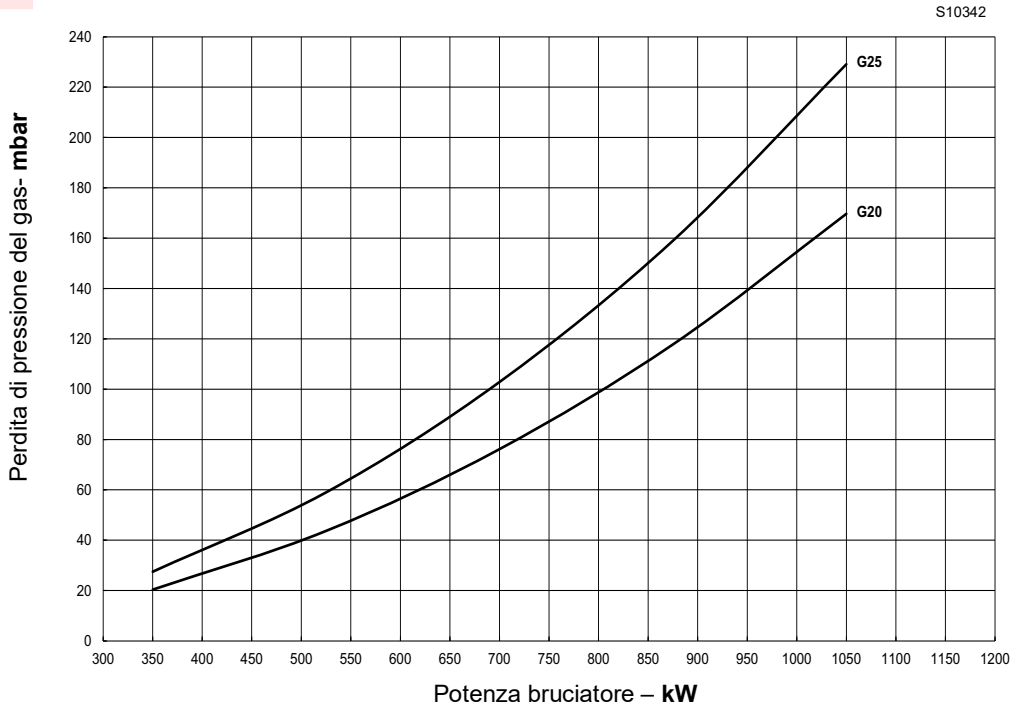
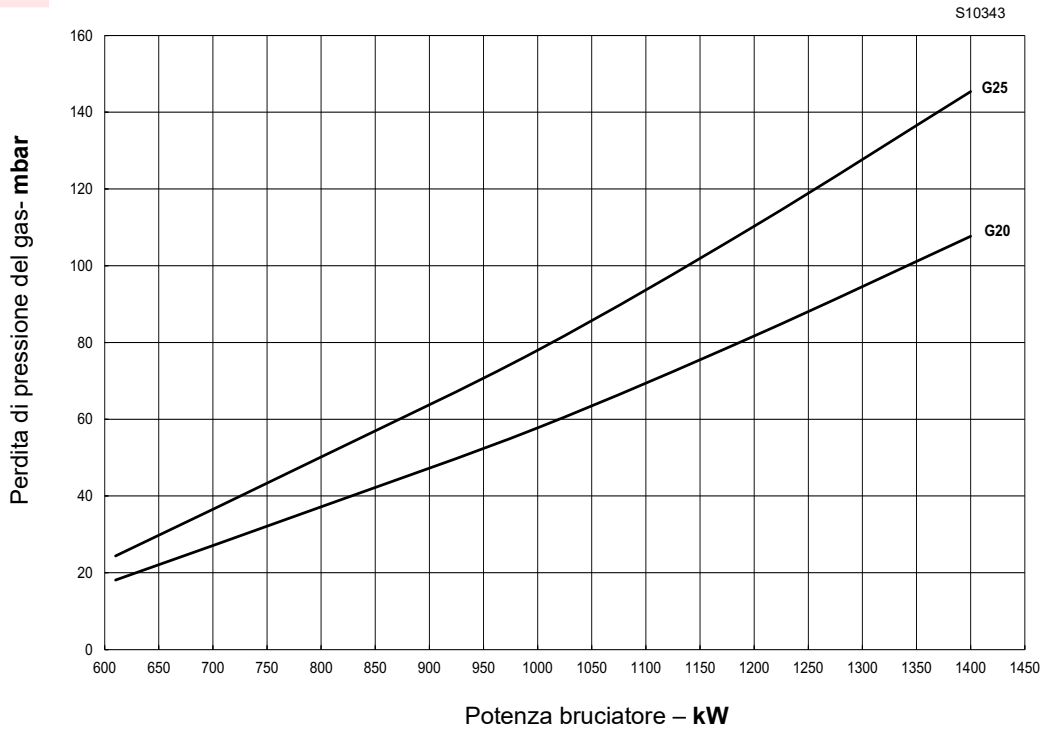
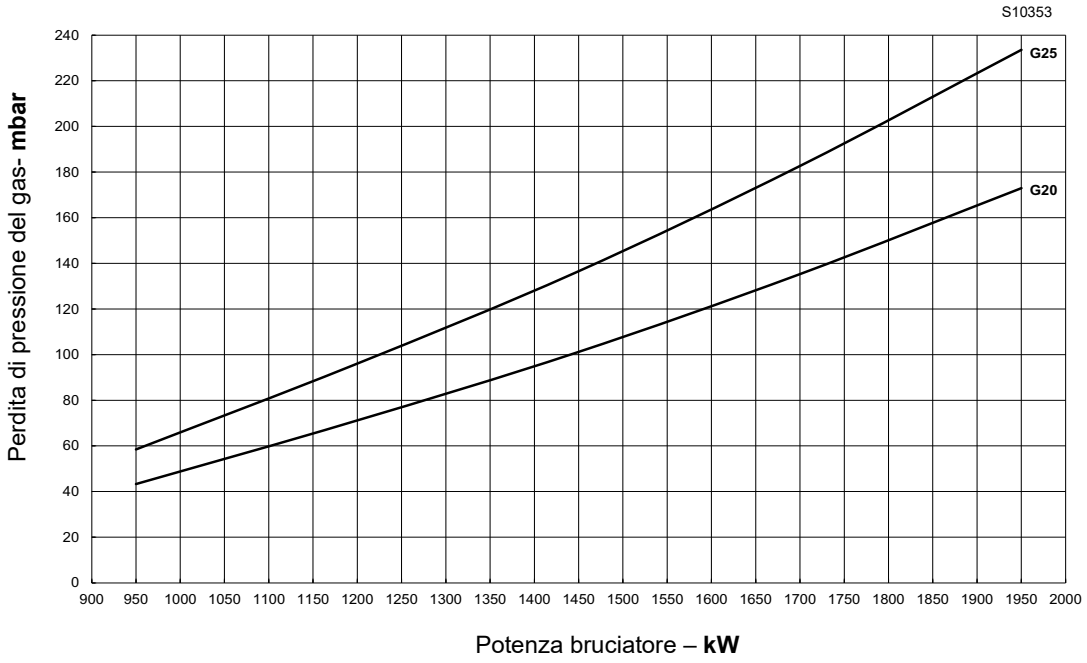
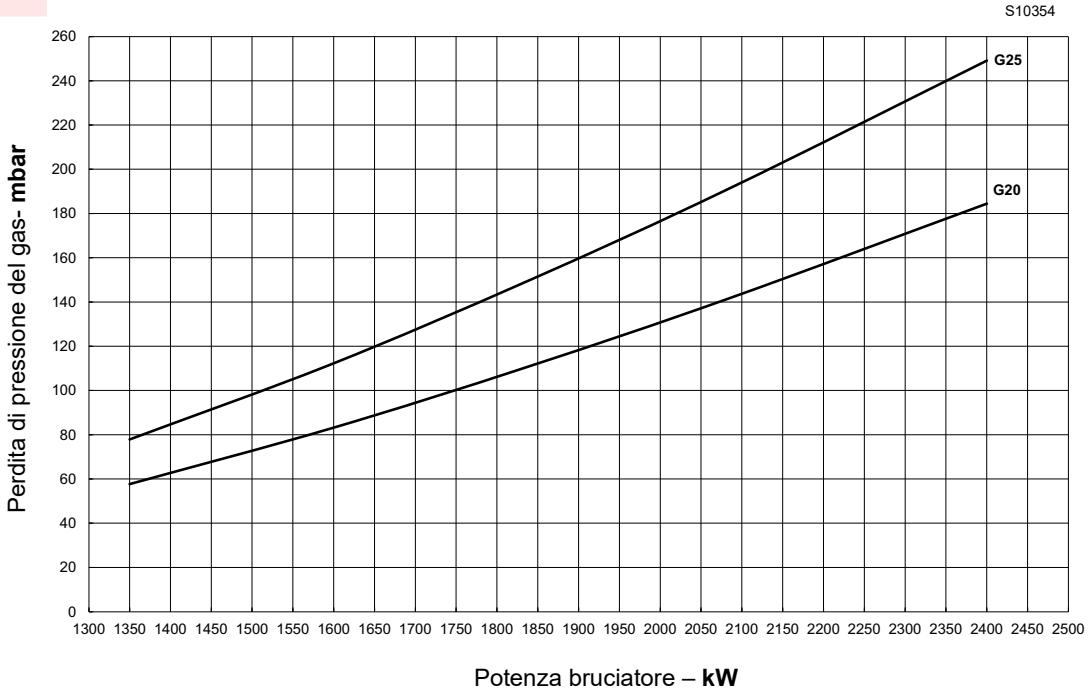

Fig. 26
Fig. 27
Fig. 28
Fig. 29
– Inserire il valore in mbar (Fig. 26, Fig. 27, Fig. 28 e Fig. 29) e leggere la potenza corrispondente sulla linea.
– trovare il valore di potenza più vicino (Fig. 26, Fig. 27, Fig. 28 e Fig. 29).